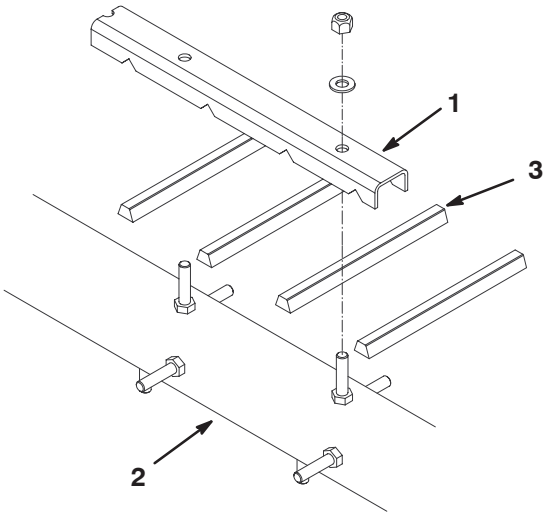

Bild 10
1. Lösen Sie die Muttern und Scheiben, mit denen die Fingerklemmen am Rotor befestigt sind (Bild 10).